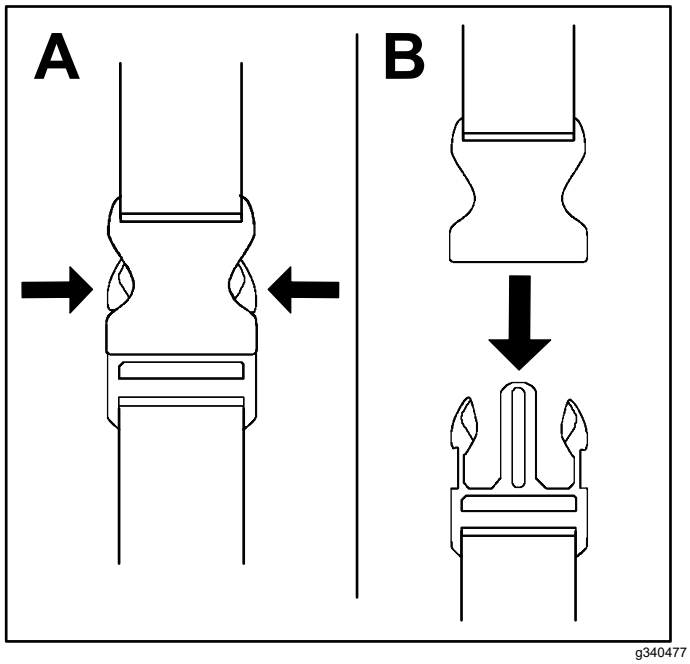

Figure 5
1. Appuyez de chaque côté de la boucle (A de Figure 5).
2. La boucle va se détacher toute seule (B de Figure 5).